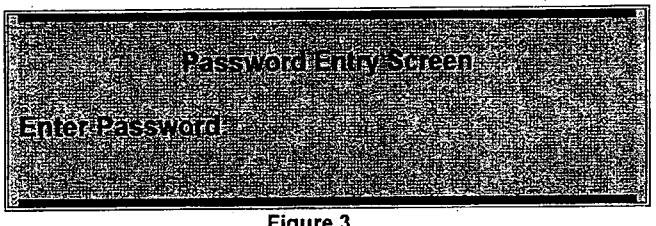

Figure 3
2. While the Power On LED is still flashing, press the **[ACK]** switch. Figure 3 will be displayed.